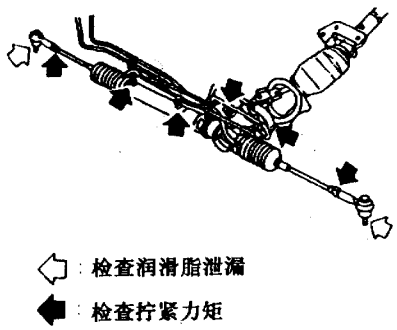

图 2－4－10　检查转向机构
(2) 使用动力转向油储液壶中的油标尺（如图 2－4－11所示)或参考储液壶外壳上的刻度(如图 2－4－12 所示）检查油面高度。油温在冷态时（0～30℃）应该用油尺的冷区“COLD”检查；油温在热态时（50～80℃）应该用油尺的热区“HOT”检查。